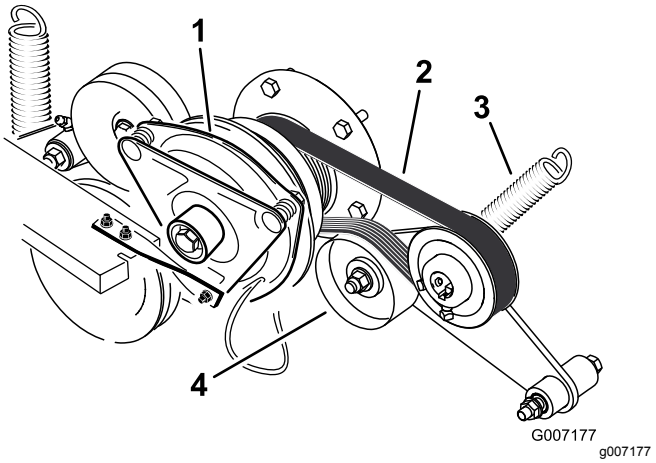

Figur 73
3. Tag fjederen af styrearmen (Figur 73).
4. Monter den nye rem omkring motorens og hydraulikpumpens remskive (Figur 73).
6. Monter fjederen på styrearmen (Figur 73).